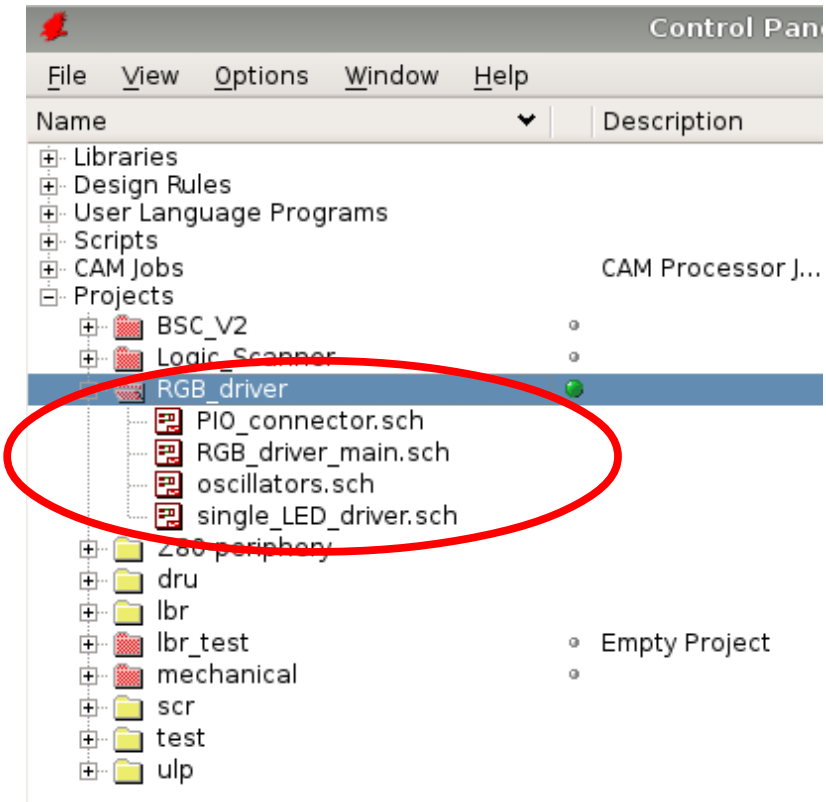

Figure 4: Project Overview
a) inside a global EAGLE project directory (recommended), see Figure 4